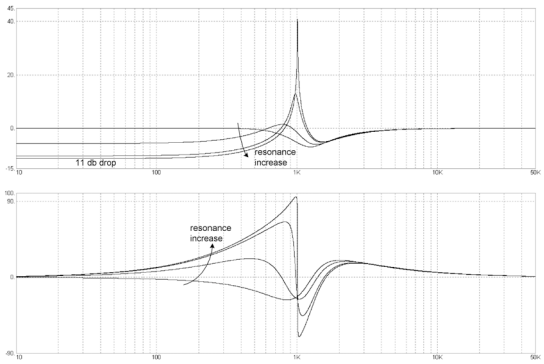

Fig. 8.5.25 Allpass
Please note: In contradiction to the figures fig. 8.5.2 – fig. 8.5.25, the output level is **-10 db lower than the input level**. If e.g. a lowpass characteristic is selected, fully opened filter ([frequency]-knob in fully clockwise position) and no resonance ([resonance]-knob in fully counter clockwise position), the output level would be **-10 db** attenuated compared to the input level. This affects the filters in general and not only the output sockets (18)/(19).